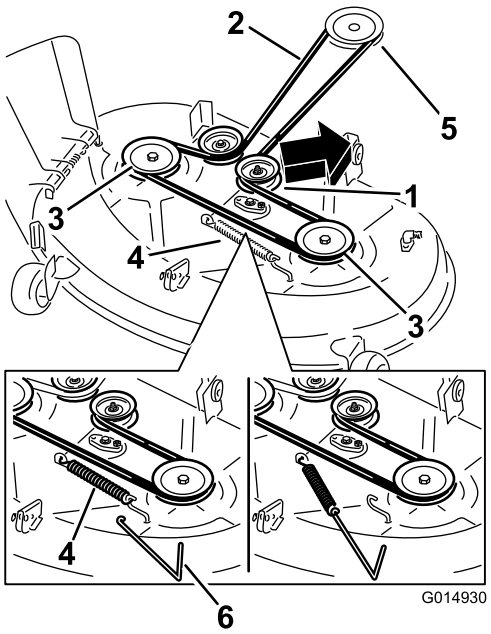
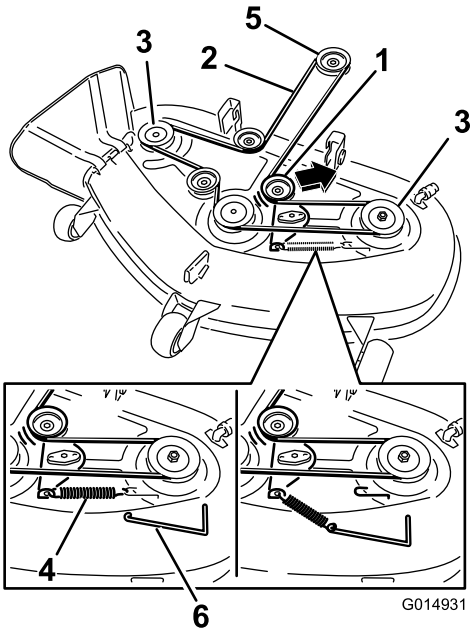

Figur 69
Figur 70
4. Brug et fjederværktøj (Toro, delnr. 92-5771), fjern styrefjederen fra skjoldets krog for at fjerne spændingen fra styreremskiven, og rul remmen af remskiverne (Figur 69 og Figur 70).
5. Før den nye rem rundt om motorremskiven og plæneklipperremskiverne (Figur 70).
6. Brug et fjederværktøj (Toro, delnr. 92-5771) til at montere styrefjederen over skjoldets krog for at tilspænde styreremskiven og plæneklipperremmen ((Figur 69 og Figur 70)).